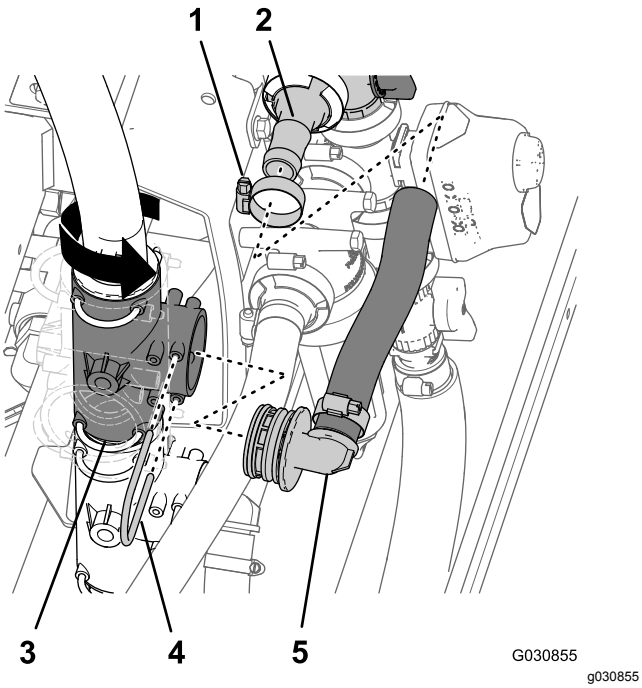

Figur 105
4. Vrid den övre T-kopplingen på grenrörsfästets vänstra sida 90 grader moturs enligt Figur 105.
5. Montera omrörningsöverströmningsslangen (1 x 41 tum) på omrörningsöverströmningsventilens raka hullingförsedda koppling (Figur 105).
6. Montera navet på 90-graderskopplingen med hulling på omrörningsöverströmningsslangens (1 x 10 tum) ände i den övre T-kopplingen på grenrörsfästets vänstra sida (Figur 105) med hållaren som du tog bort i steg 4 i Ta bort omrörningsventilen, kulventilen och slangarna (sida 32).